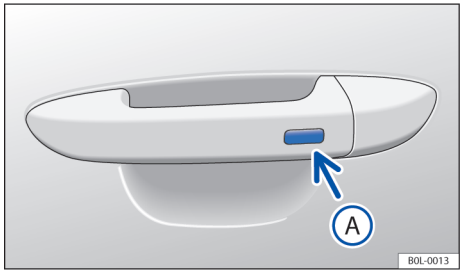

图 40 车门拉手：Keyless Access 功能按钮
– 按压驾驶员侧或乘员侧车门拉手上的功能按钮 →图 40 Ⓐ。 ▶
– 此外，在五秒内按压驾驶员侧车门拉手上的功能按钮 →图 40 (A)。